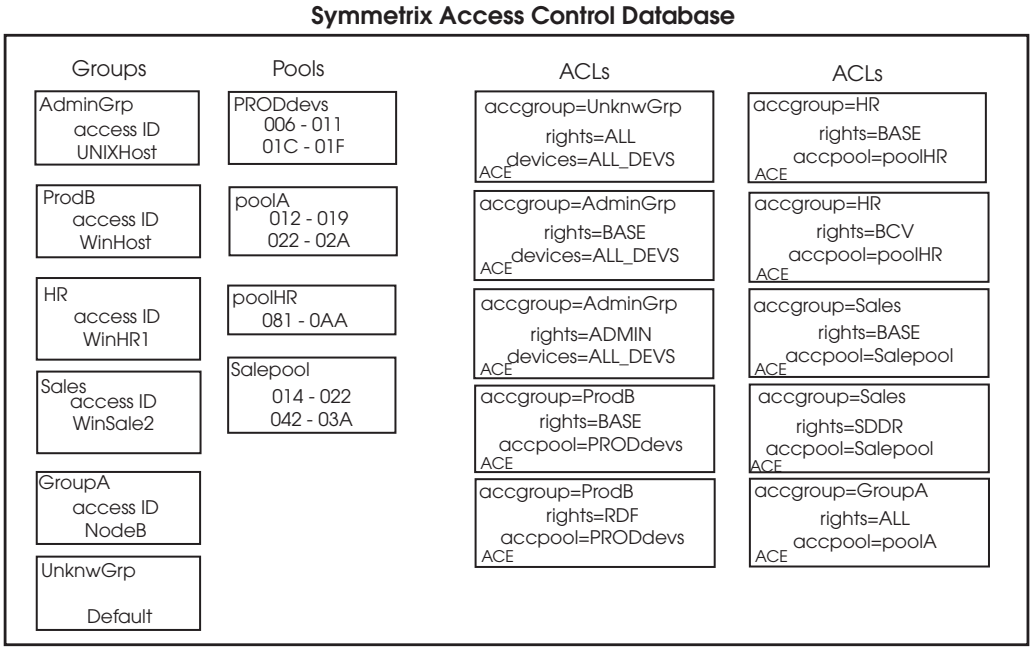

Figure 2 ACLs and ACEs in the Symmetrix Access Control database
A Symmetrix-based access control database (shown in Figure 2) contains all the mechanisms or information to govern access to Symmetrix access pools.
- **Access Control Lists (ACLs)** — A group of ACEs that are associated with the same group. For example, in Figure 2, the ACEs that are associated to group HR comprise an ACL in the database.
Typically various sets of users tend to use the same applications that utilize common Solutions Enabler features from a given host. They typically require the same device resources and permissions of access to these shared devices. For this reason, hosts are registered in groups identified with a group name, which serves as a root for all ACEs in the group (see Figure 2 on page 151).